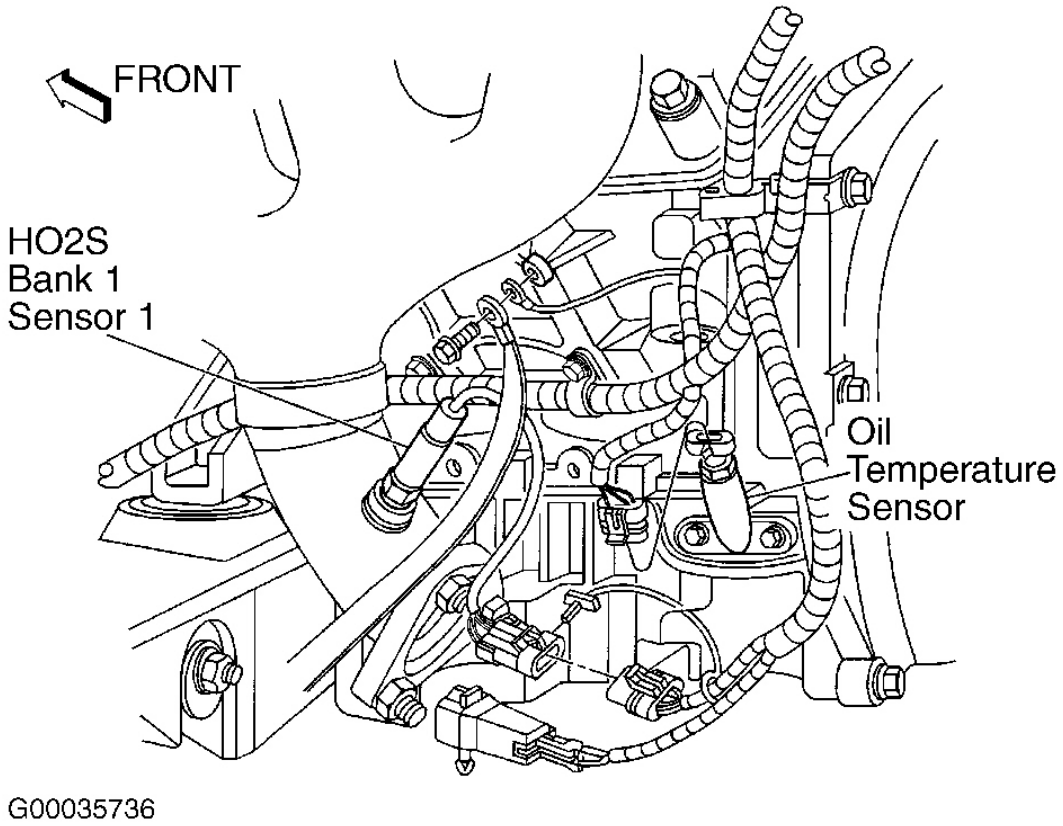

Fig. 15: Locating Engine Oil Temperature Sensor
4. Replace oil temperature sensor. Oil temperature sensor is located above oil filer. See **Fig. 15** . After repairs, go to step 6 .